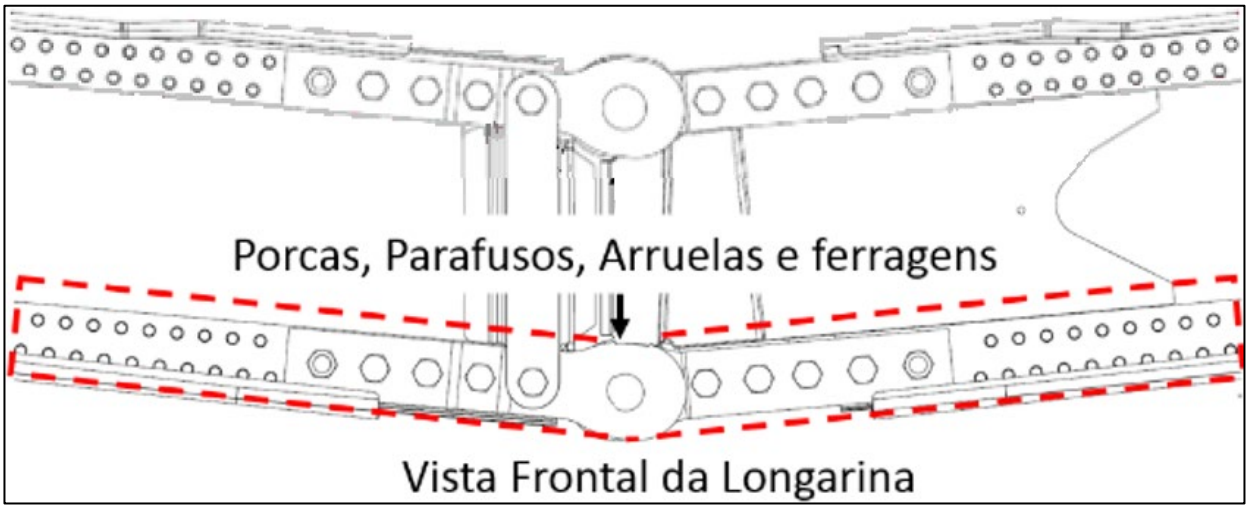

Figura 7 – Inspeção das ferragens e prendedores.
2.3.1.5. Inspecione as ferragens de interligação das semiasas incluindo o pino cônico e os 10 prendedores de 1/2” de diâmetro e os prendedores de 3/16” na região de junção das semiasas e os acessíveis pelas janelas de inspeção, conforme ilustra a Figura 7.